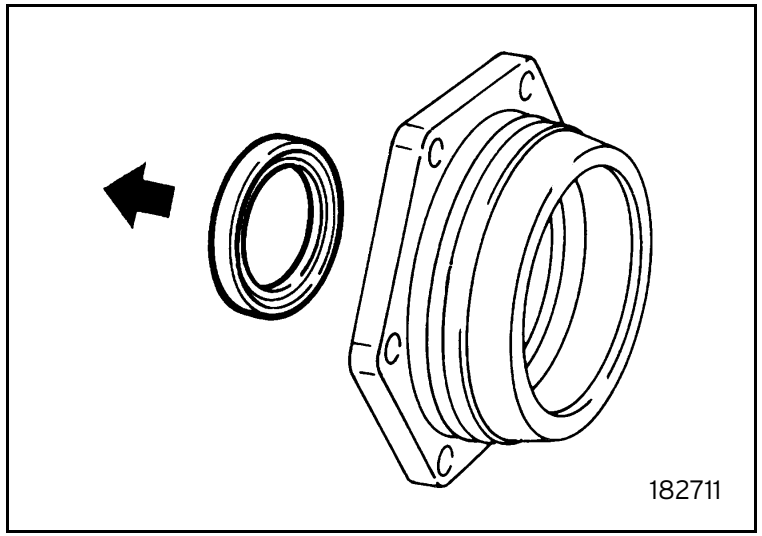

Fig. 11
- Remove the seal (figure 11). Repeat the operation on the other hub.